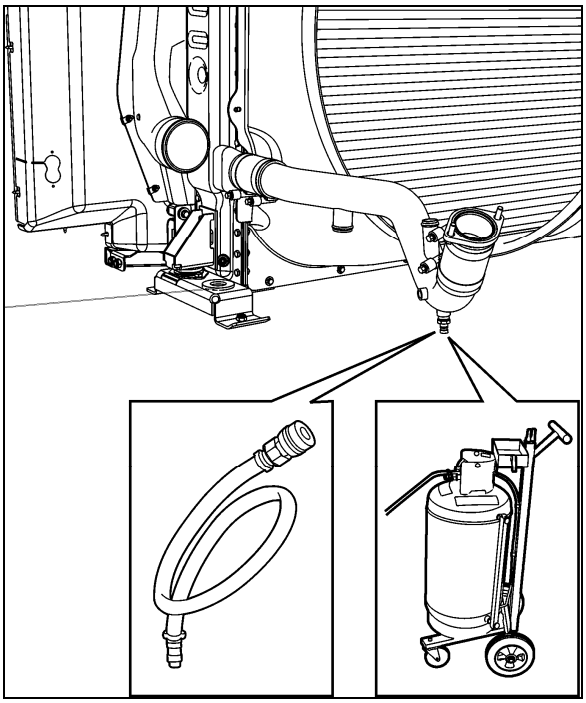

FIGURE 14 : EXTRACTION DU LIQUIDE DE REFROIDISSEMENT
5. Brancher l'extracteur du liquide de refroidissement (Figure 14) et l'utiliser pour vidanger le liquide de refroidissement du moteur. Une autre méthode consiste à vidanger le liquide de refroidissement dans un récipient approprié à l'aide du tuyau de vidange.